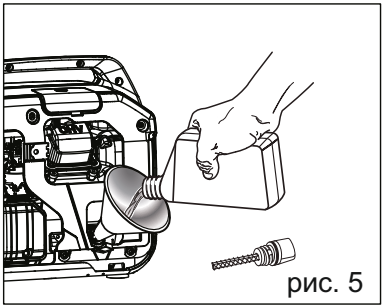

рис. 5
3. За допомогою лійки або відповідного дозатора повільно залийте оливу (рис. 5), обережно, щоб не переповнити агрегат. Наповніть картер двигуна до верхньої лінії заливки, щоб ви могли візуально побачити, як олива надходить до середини різьблення оливозаливної частини (рис. 6).